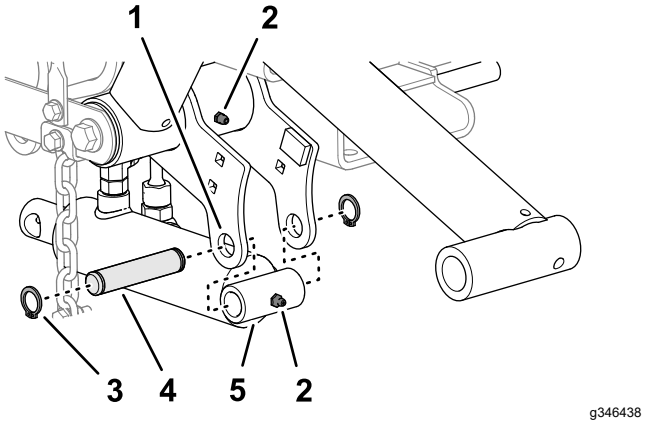

Figur 12
1. Ret løftecylinderens endehætte ind efter hullerne i den venstre løftearms flanger (Figur 12).
2. Monter cylinderen på flangerne med monteringspinden og 2 låseringe (Figur 12).
3. Påfør litiumbaseret fedt nr. 2 på løftearmens og hydraulikcylinderens smørenipler (Figur 12).